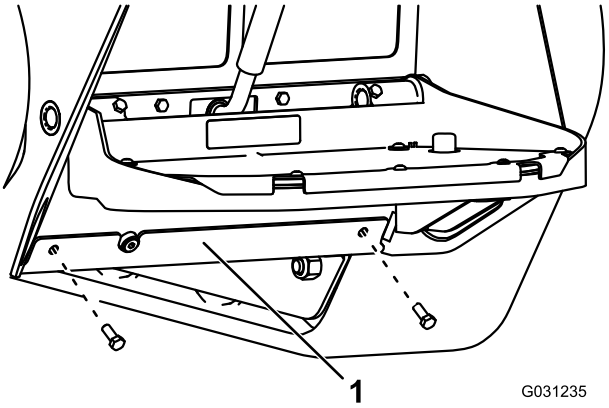

Rysunek 67
4. Wykręć 2 śruby mocujące osłonę dolną i zdejmij ją (Rysunek 67).
8. Zamontuj osłonę dolną (Rysunek 67).